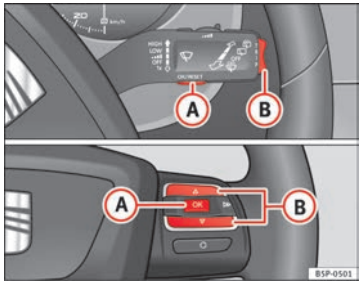

Fig. 43 Rocker buttons A and B. Steering wheel controls.
You can switch between the following displays in the multifunction display (MFI) by operating rocker switch ⇒ Fig. 43 (B) on the window wiper lever. ▶